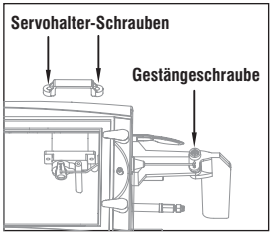

Bild 1
1. Entfernen Sie die Gestängehalteschraube, und lösen dann den Servohalter des Servos. Dann nehmen Sie das Servo heraus (Bild 1).